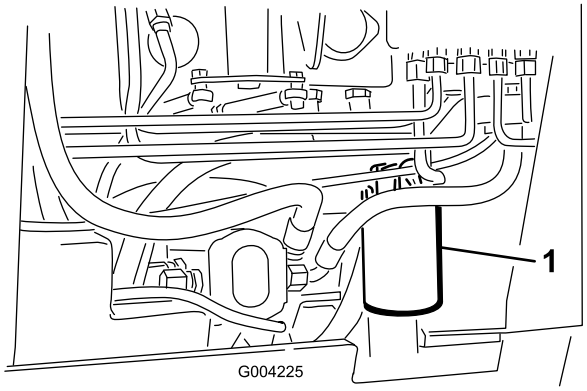

**Figur 55**
4. Placera ett kärl under filtret (Figur 55).
5. Ta bort det gamla filtret (Figur 55) och torka rent ytan på filteradapterpackningen.
7. Sätt i det nya hydraulfiltret i filteradaptern (Figur 55). Dra åt det medsols tills gummipackningen vidrör filteradaptern, och dra sedan åt filtret ytterligare ett halvt varv.